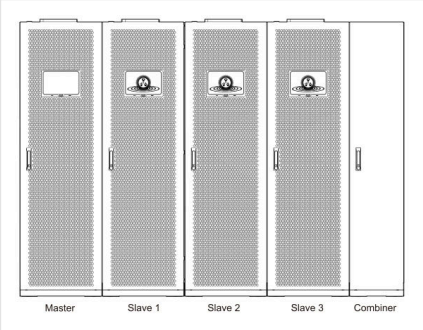
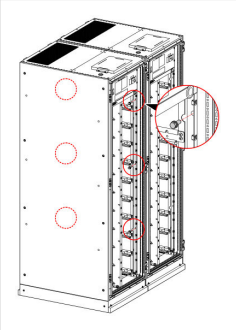

FIGURE 3-3 Layout — master, slaves 1 to 3, combiner
FIGURE 3-4 Joining bolts between two cabinets (circled)
6. **Several cabinets:** place and anchor each cabinet the same way in the planned layout — master, slaves, combiner (Figure 3-3); align the fronts and rears. Open the doors, remove the rear plates and bolt each pair of adjacent cabinets together with 6 bolts, 3 at the front and 3 at the rear (Figure 3-4). The L6-COMBINER is anchored and joined the same way. Then refit the rear and bottom plates.